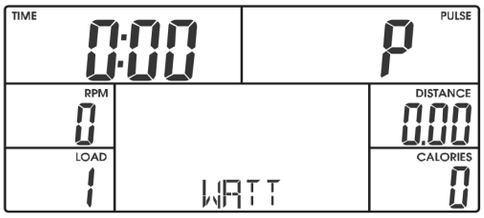

Figure 27
(1) Maintenez la touche RESET appuyée pendant 3 secondes, sélectionnez l'utilisateur et entrez les données ou appuyez sur la touche RESET pour retourner au menu principal.
(2) Sélectionner le mode WATT à l'aide des touches +/- et validez en appuyant sur la touche MODE (figure 27).